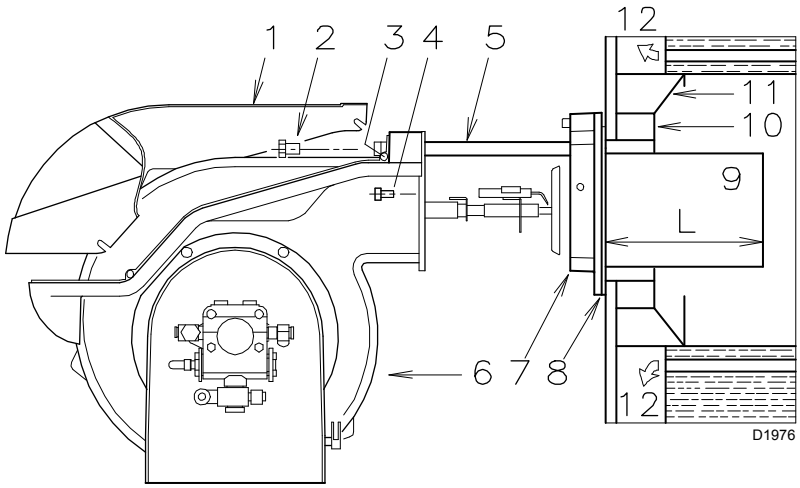

Fig. 8
Pour les chaudières dont la partie frontale est refroidie par eau, le revêtement réfractaire 10)-11)(Fig. 8), n'est pas nécessaire, sauf indication expresse du constructeur de la chaudière.
Fixer la bride 7) (Fig. 8) à la plaque de la chaudière en installant le joint 8Fig. 8) fourni de série. Utiliser les 4 vis fournies après en avoir protégé le filetage avec des produits antigrippants.
– Ouvrir le brûleur sur les guides comme indiqué (Fig. 8 page 13).